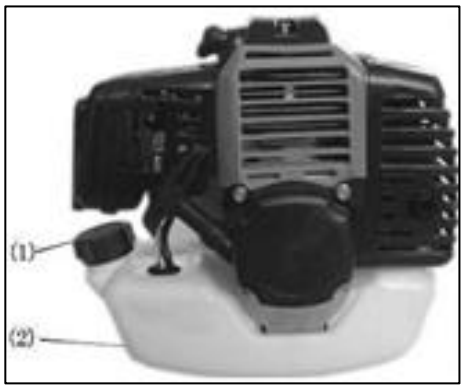

Rys. 9
1. Sprawdź czy zbiornik paliwa (Rys. 9, poz. 2) został napełniony prawidłową mieszanką.
3. Sprawdź czy korek paliwa (Rys. 9, poz. 1) jest dokręcony (przekręć w prawo by dokręcić).